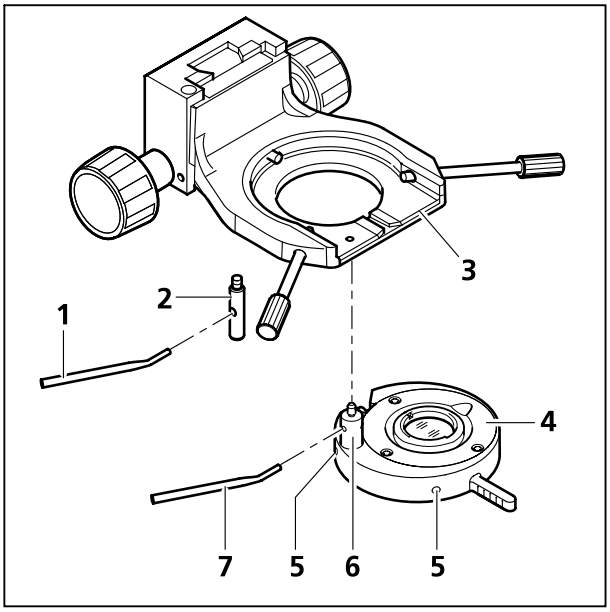

Bild 3-52 Übersichtseinrichtung montieren
- Übersichtseinrichtung (Bild 3-52/**4**) parallel zur Unterseite des Kondensorträgers (Bild 3-52/**3**) halten und Haltebolzen (Bild 3-52/**6**) der Übersichtseinrichtung mit abgewinkeltem Justierhebel (Bild 3-52/**7**) in vordere Gewindebohrung links unterhalb des Kondensorträgers (Bild 3-52/**3**) bis zum Anschlag einschrauben.
- Rastbolzen (Bild 3-52/**2**) mit Justierhebel (Bild 3-52/**1**) bis zum Anschlag in hintere Gewindebohrung des Kondensorträgers (Bild 3-52/**3**) einschrauben.
- Mit zwei Sechskant-Schraubendrehern (SW 1,5) die beiden Justierschrauben (Bild 3-52/**5**) verstellen, bis das Sehfeld optimal ausgeleuchtet ist.